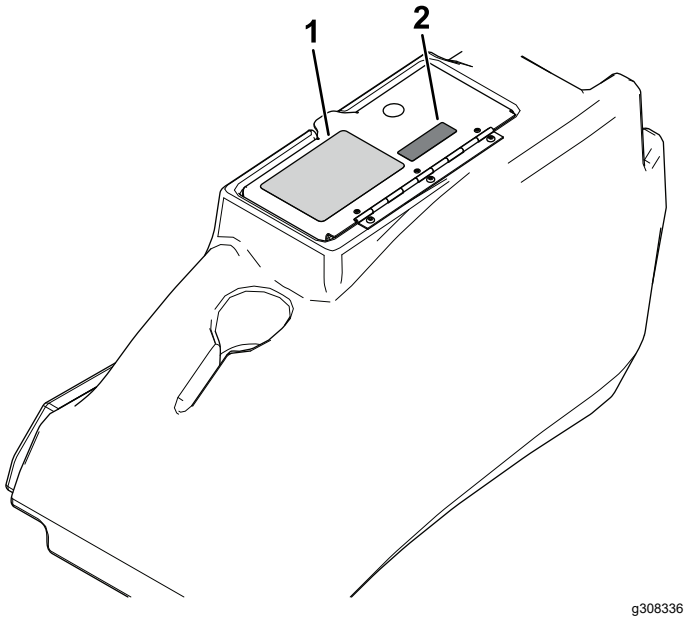

Figura 2
6. Instale la pegatina del sensor de pendientes junto a la pegatina de estabilidad de la máquina en la tapa del compartimento de almacenamiento (Figura 2).